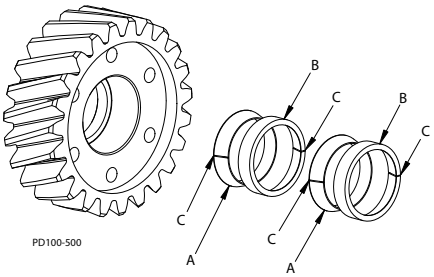
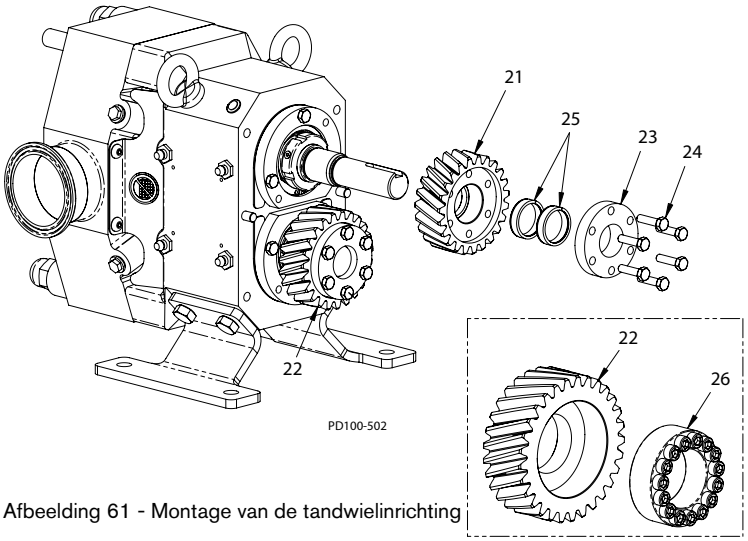

Afbeelding 60 -Grendelinrichting
Afbeelding 61 - Montage van de tandwielinrichting
2. Monteer de tandwielinrichting (Afbeelding 61, item 22) en grendelinrichting op de hulpas.
3. De grendelinrichting (Afbeelding 61, item 25, weergegeven op Afbeelding 60) bestaat uit een ingesneden binnenring en buitenring. Voor een goede werking moeten de elementen in de volgende volgorde worden gemonteerd: binnenring (A), buitenring (B), binnenring (A), buitenring (B); met de insnijdingen in de ringen (item C) 180° uit elkaar zoals weergegeven op Afbeelding 60.
8. Monteer de tandwielinrichting (Afbeelding 61, item 21) en grendelinrichting op de aandrijfas.